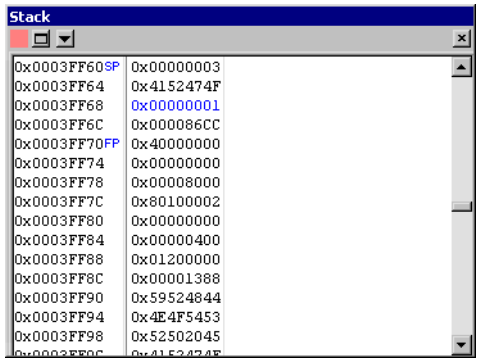

Figure 6-12 Viewing the stack
7. View the updated Stack pane, shown in Figure 6-12.
As you step through your code, the default stack pointer is used, shown in Figure 6-12 on page 6-30. You can specify an expression or a register to use as the stack pointer from the Stack pane: